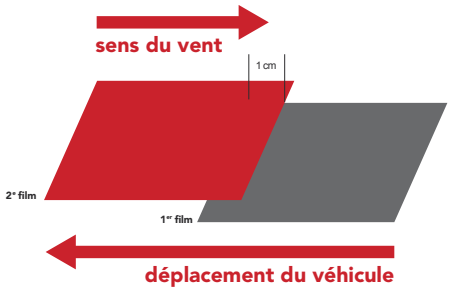

Figure 20
- Recouvrement du film SKINTAC HX45000 vertical sur une surface mobile : partant du principe que vous posez du film toujours de l'arrière du véhicule vers l'avant, le recouvrement se fera ainsi. (FIG. 20)